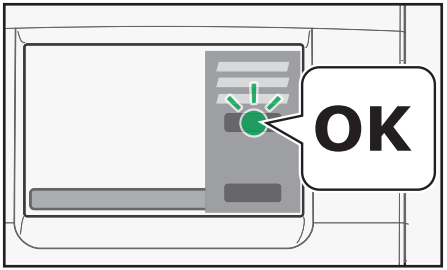

Fig. 5.6 - Atingeți butonul OK în timpul clătirii/ curățării complete
8. Atingeți „OK" pentru a confirma (fig. 5.6), introducerea tabletelor de curățare Rinza și punerea recipientului.
9. Atingeți butonul „OK" pentru a începe clătirea cu apă fierbinte. (fig. 5.6).